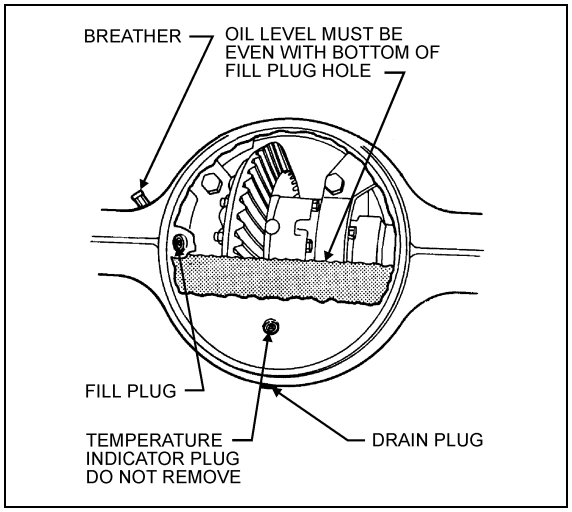

FIGURE 3: DIFFERENTIAL HOUSING BOWL 11007
Use Multigrade gear oil MIL-L-2105-D. Use the 75W90-gear oil for northern climates and the 80W140 for southern climates. In extreme conditions, or for better performance, fill with synthetic gear oil. Check oil level and add (if necessary) every 6,250 miles (10 000 km) or twice a year, whichever comes first (Fig. 3).
3. Clean the area around the fill plug. Remove the fill plug from the differential axle housing bowl (Fig. 3).